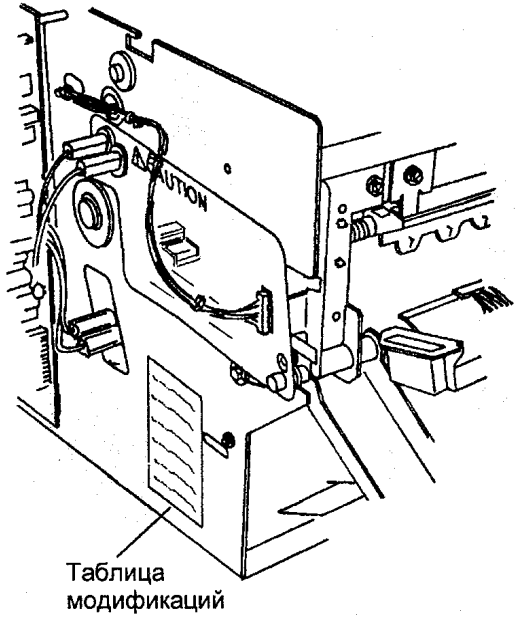

Рис. 5 Убедитесь, что установлена таблица модификаций
6. (РИС. 5): УБЕДИТЕСЬ, ЧТО ТАБЛИЦА МОДИФИКАЦИЙ УСТАНОВЛЕНА.